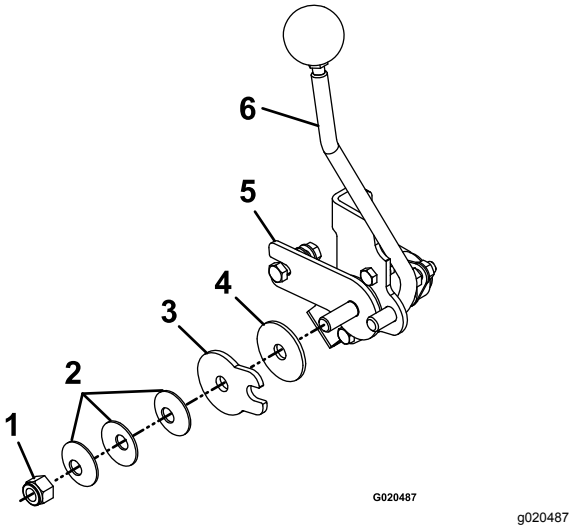

Figuur 64
3. Stel de kantelmoer aan het uiteinde van de stang in, aan de voorkant van het rechter bedieningpaneel (Figuur 64).